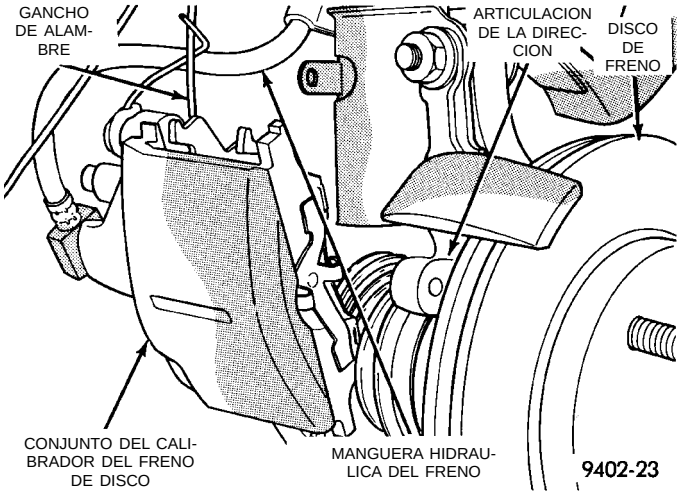

Fig. 54 Calibrador del freno correctamente sostenido
(5) Sostenga el calibrador del freno de disco mediante un gancho de alambre (Fig. 54) y no por medio de una manguera hidráulica flexible.